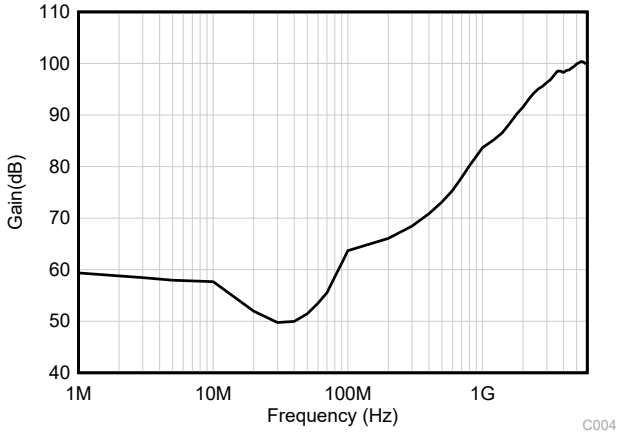

图 6-3. EMIRR 测试
TLV935x-Q1 使用集成电磁干扰 (EMI) 滤波来减少无线通信以及混合使用模拟信号链和数字元件的高密度电路板等干扰源产生的 EMI 影响。通过电路设计技术可改进 EMI 抗扰度；TLV935x-Q1 受益于这些设计改进措施。德州仪器 (TI) 已经开发出在 10MHz 至 6GHz 扩展宽频谱范围内准确测量和量化运算放大器抗扰度的功能。图 6-3 展示了对 TLV935x-Q1 执行该测试的结果。表 6-1 提供了 TLV935x-Q1 在实际应用中通常会遇到的特定频率下的 EMIRR IN+ 值。表 6-1 列出了可在下图所示的特定频率或其近似频率下运行的应用。 *运算放大器的 EMI 抑制比* 应用报告包含了与运算放大器相关的 EMIRR 性能主题，该报告可在 www.ti.com 上下载。